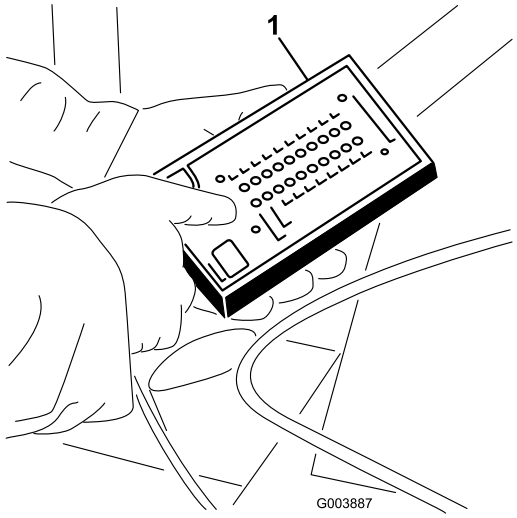

**Figuur 39**
5. Bevestig de stekker van de Diagnostische ACE aan de stekker van de kabelboom (Figuur 39).